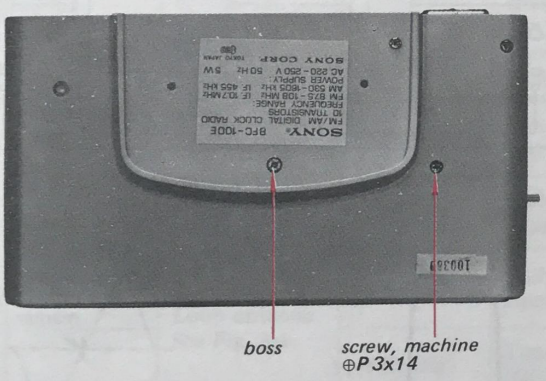

*Fig. 2-6.*
3. Remove the machine screw and boss as shown in Fig. 2-6.